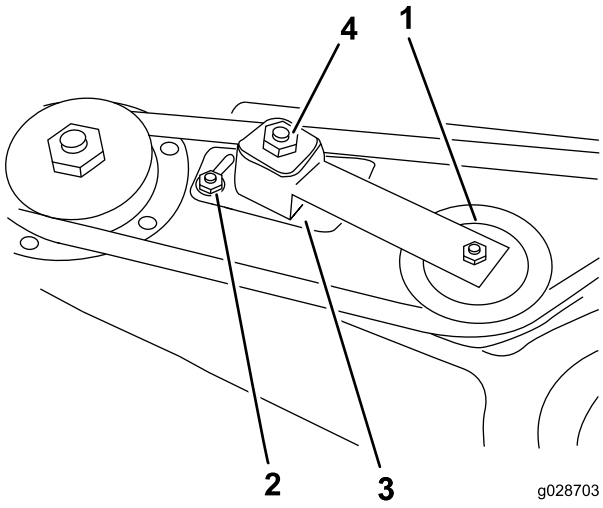

Figur 3
3. Løsn de to møtrikker, der fastgør styreremskivens plade, så styreremskivens spænding mod remmen løsnes (Figur 3).